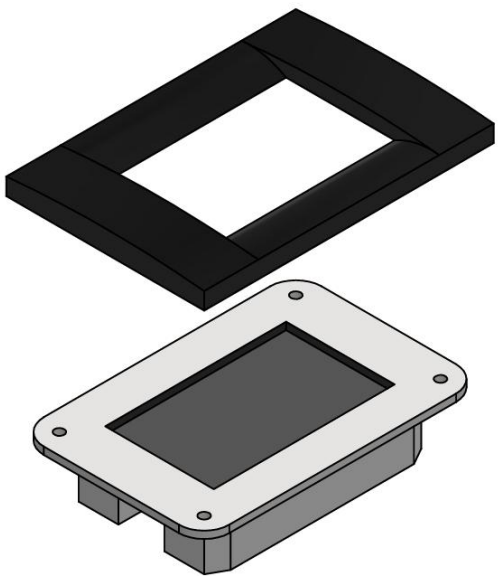

Рисунок 4 – Пульт управления
2. Снимите верхнюю панель пульта с защелок (рисунок 4).